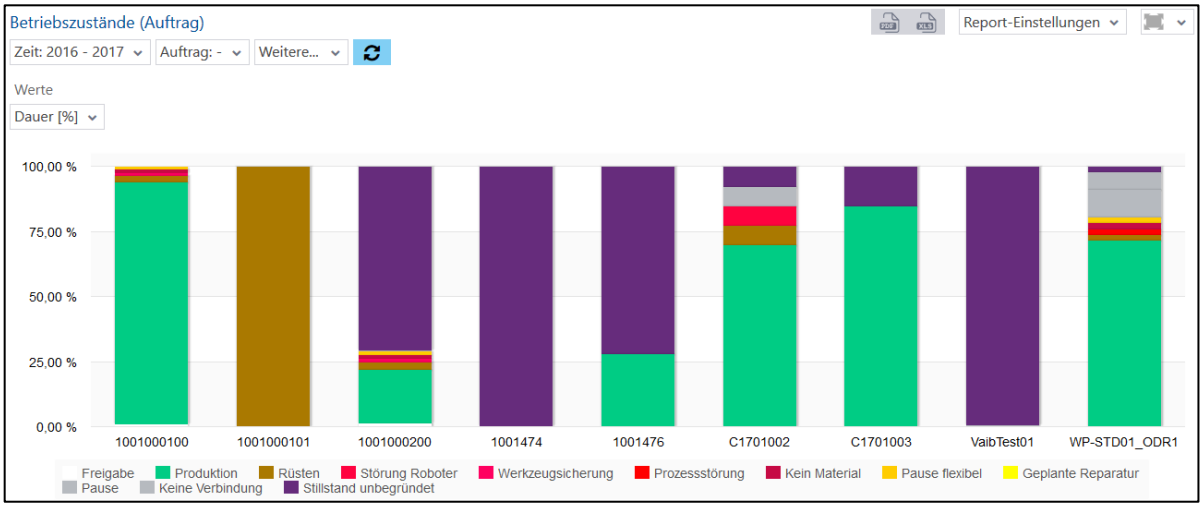

**Bild 81: Betriebszustandsreport (Auftrag) als Säulendiagramm**
- Betriebszustandsreport (Auftrag) als Säulendiagramm (Bild 81):